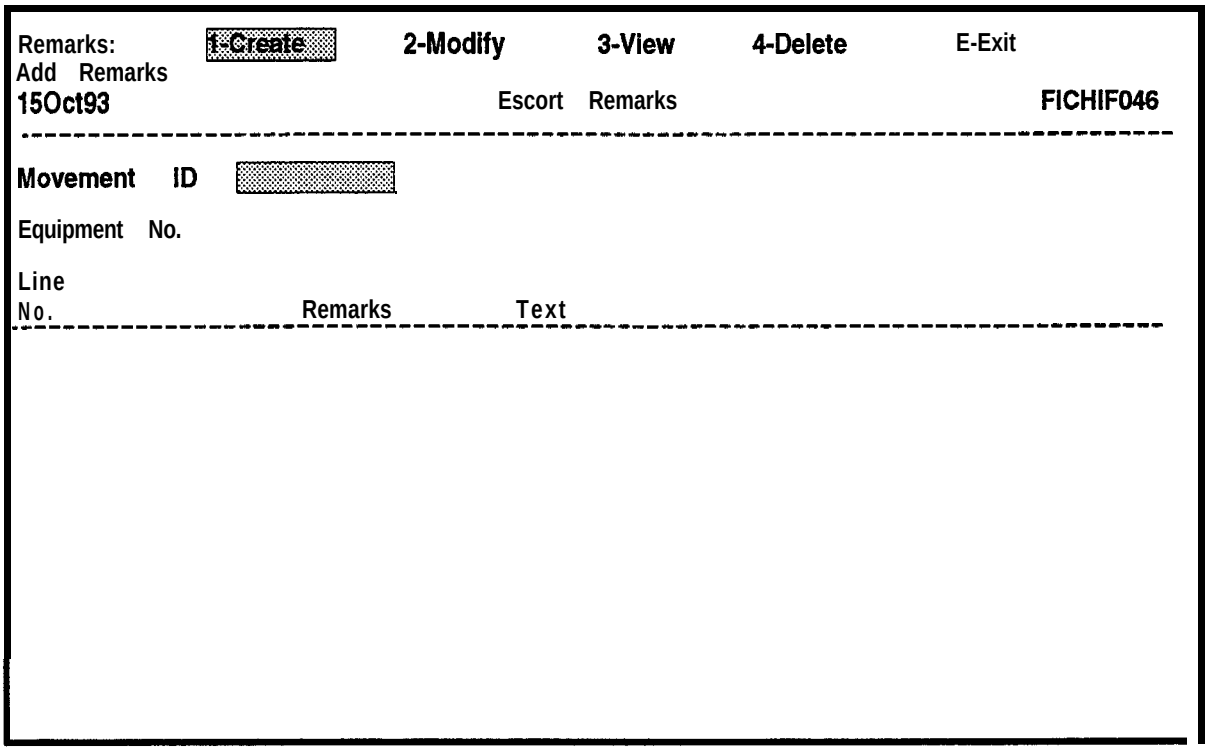

Figure 7-47. Escort Remarks Screen
a. Select **Escorts.** The Escort Remarks screen, as shown in Figure 7-47, will be displayed, with the Remarks: ring menu shown at the top.